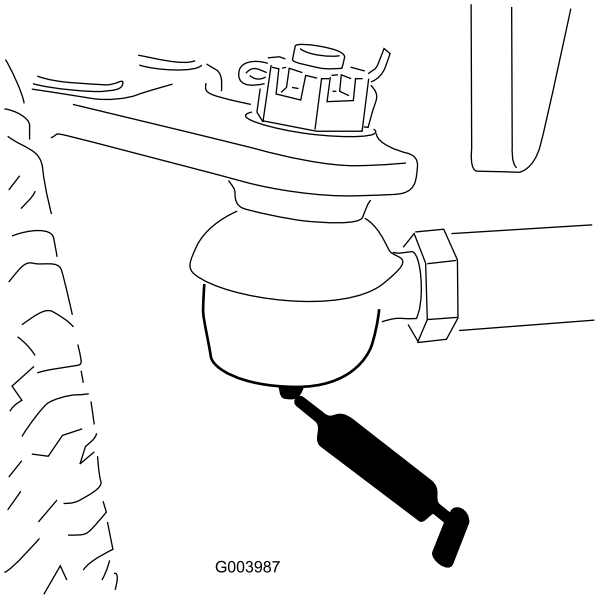

Figuur 48
- Trekstang van achteras (2) (Figuur 48)